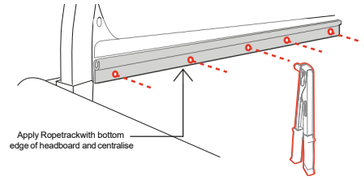

Figure F2
• Sit the flat side of the assembled rope track on the tailgate side of the headboard with the 'C' channel facing upward and align the bottom edge of the rope track with the bottom edge of the headboard then centralise the rope track. **Refer Figure F2.**